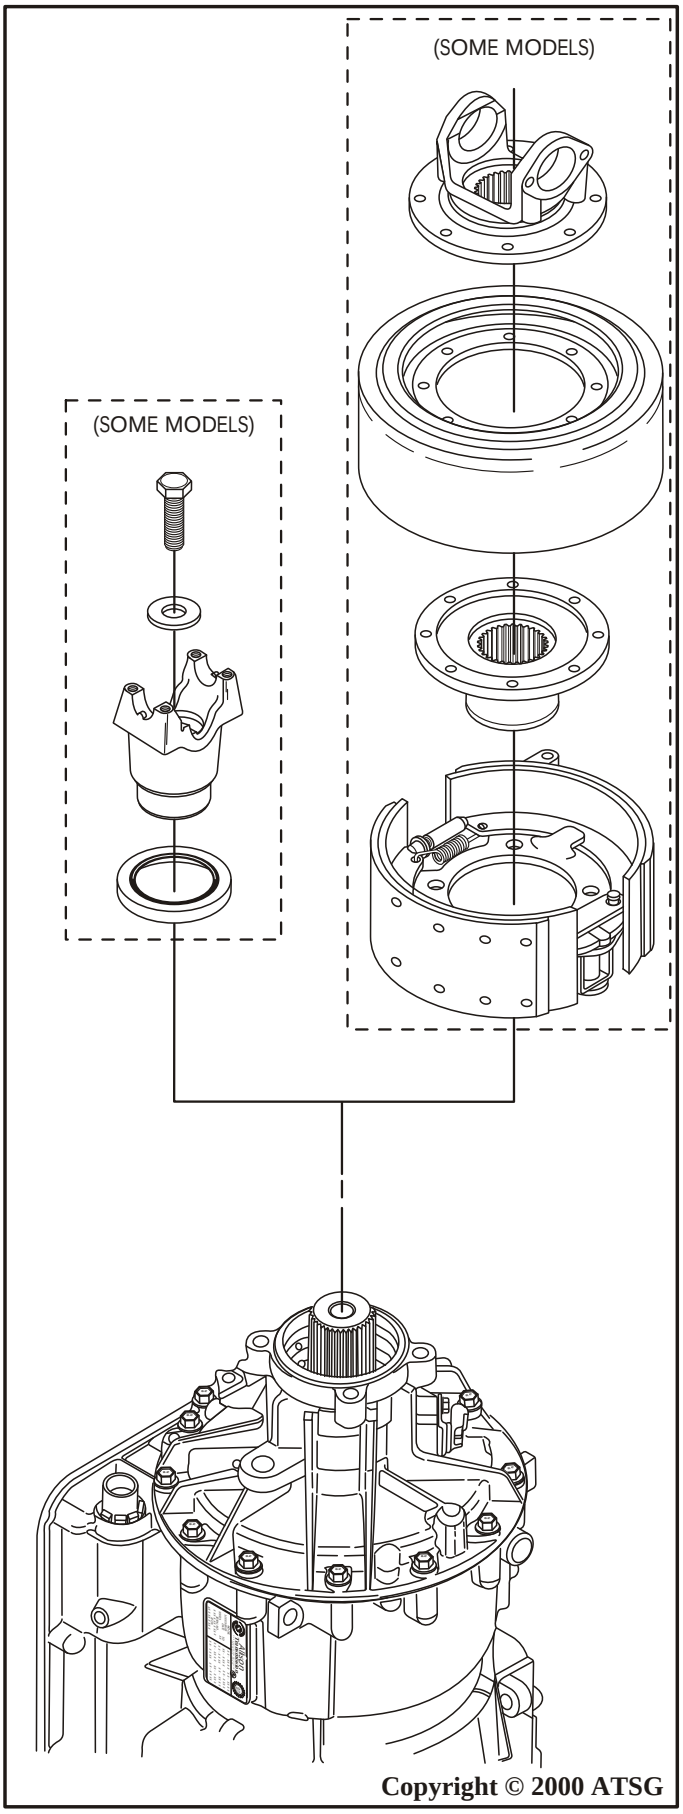

Figure 168
49. Now you can install the appropriate hardware on the rear of trans as shown in Figure 168.